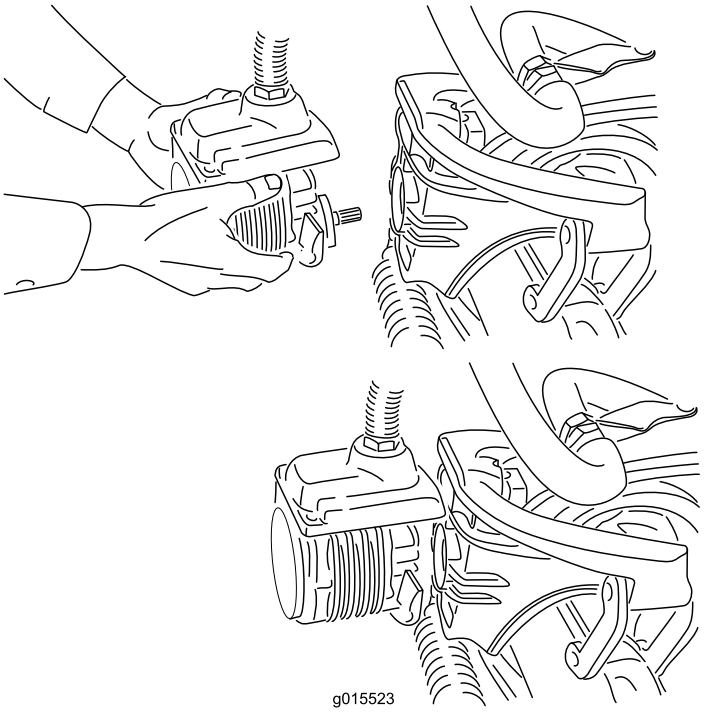

**Figure 37**
4. Amenez le moteur à la position de rangement sur l'avant du bras de suspension (Figure 37).